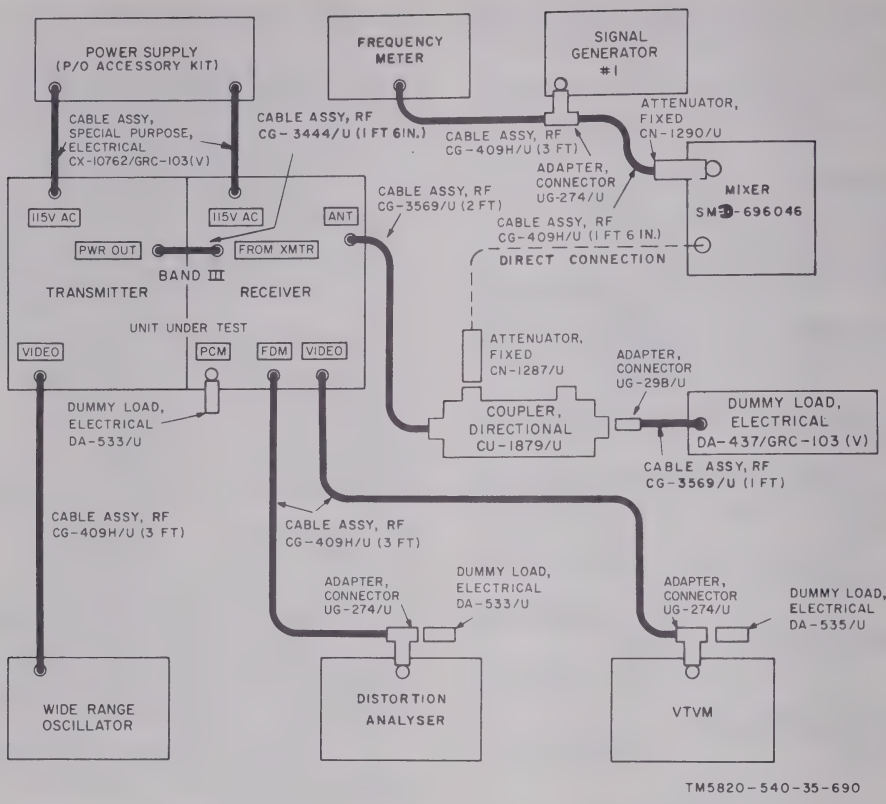

Figure 4-388. Band III radio set, signal-to-noise and harmonic distortion measurement, test setup.
1. Connect the test equipment as shown in figure 4-388.